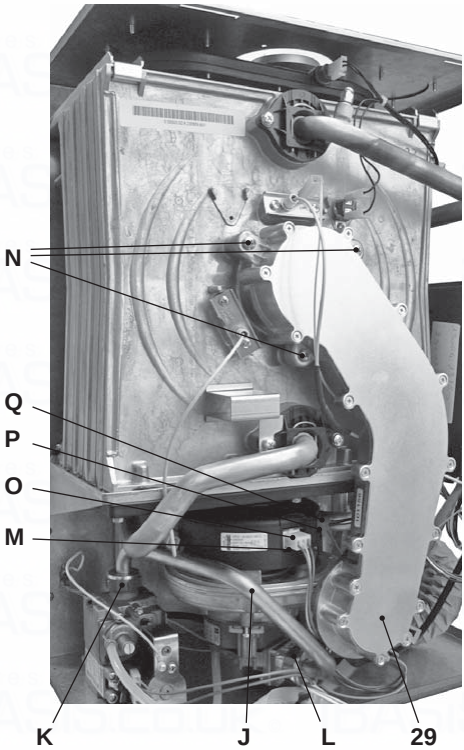

Fig. 9.6
Removing the fan burner unit 29in Fig. 9.6.
- Insert a flat screwdriver in the connector recess Mand lever towards the bottom, disconnect the connector at the same time Oby pulling towards the front O(Fig. 9.6).
- Disconnect the fan connector Qby pressing the plastic hook Ppositioned at the bottom part of the connector (Fig. 9.6).
- Unscrew screws Nand remove the fan burner unit 29(Fig. 9.6)